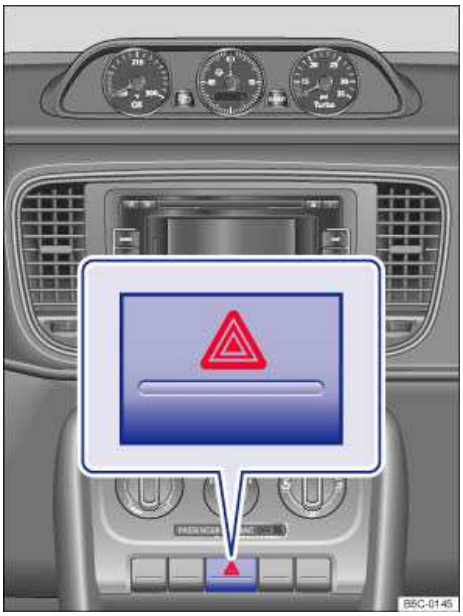

Fig. 149 In the center of the instrument panel: Button for the emergency flashers.
2. Switch on emergency flashers by pressing the ⚠ button ⇒ fig. 149.